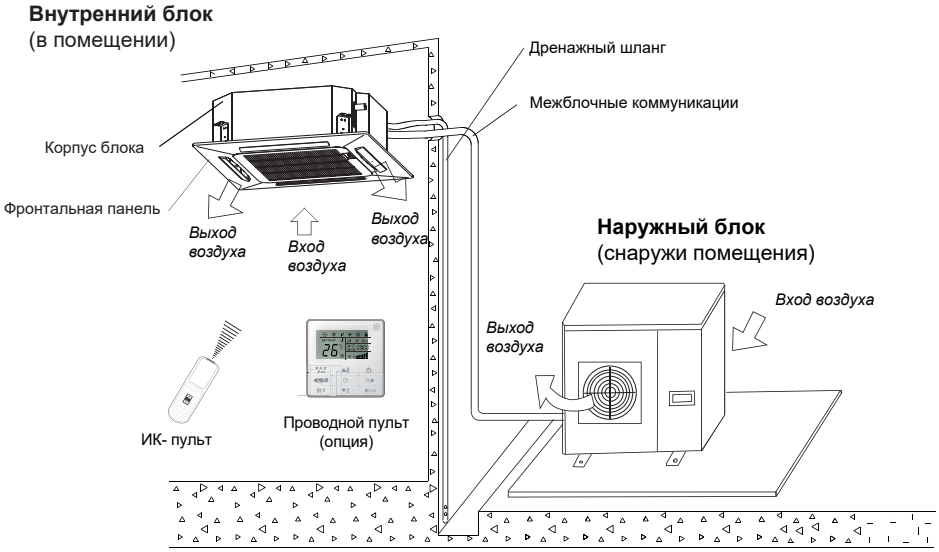

Рис.1.1 - Состав кондиционера
- Кондиционер состоит из наружного и внутреннего блоков, объединенных межблочными коммуникациями и пульта управления (рис.1.1).